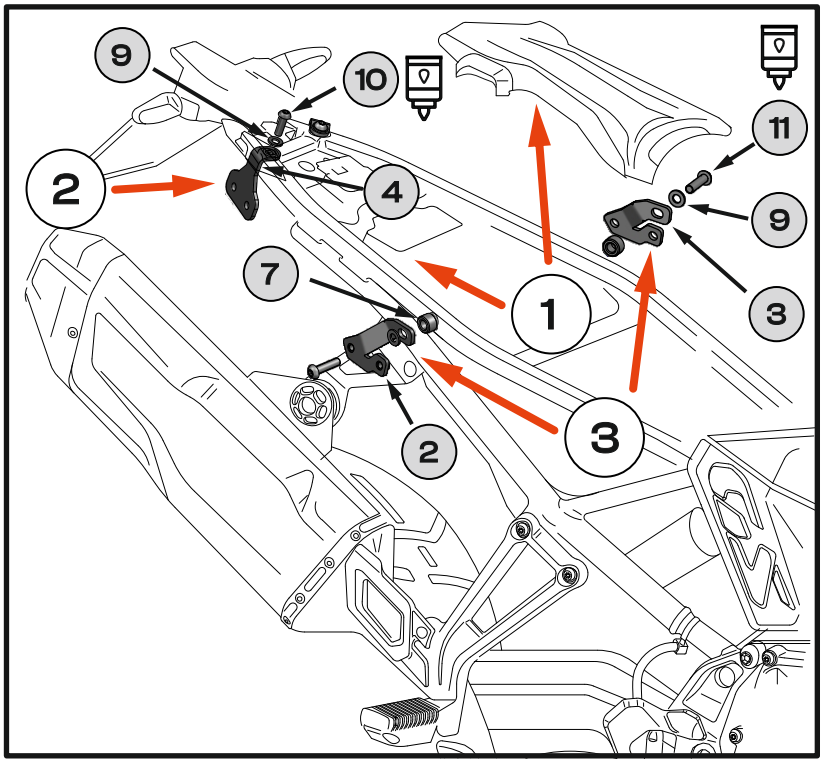
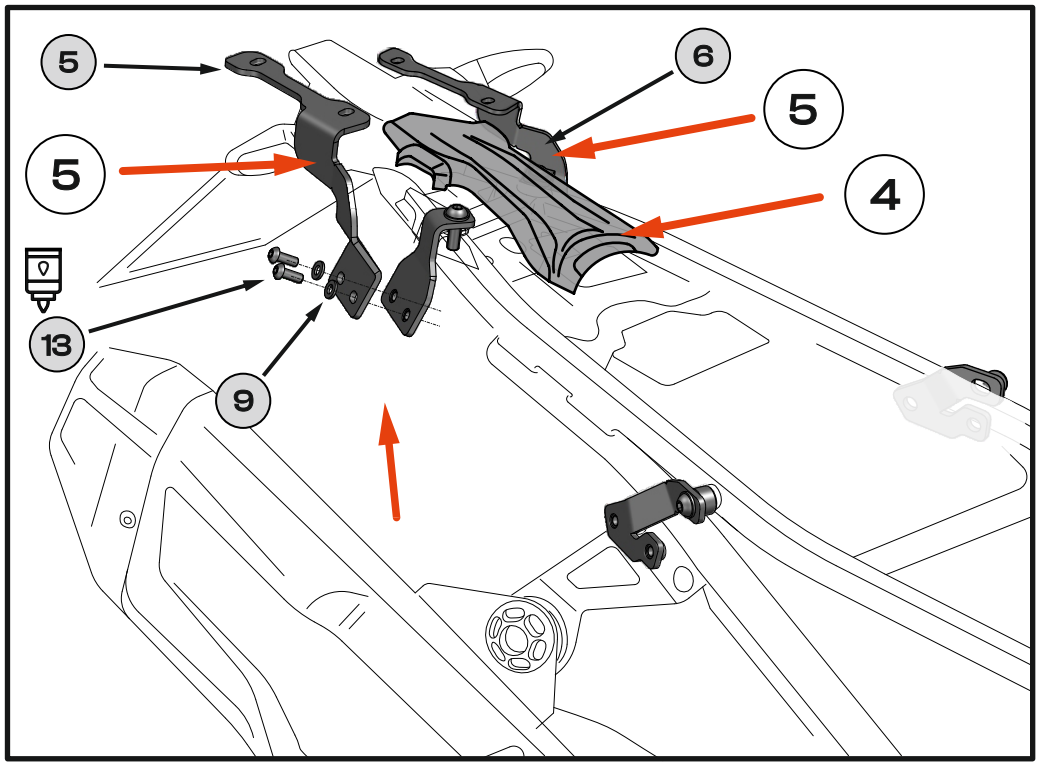

Fig. 2
Fig. 3
1. Remove the motorcycle seat , the rear plastic cover. **[Fig. 2]**
2. Fasten the rear bracket **[4]** using bolt **[10]** with washer **[9].** Use a medium threadloccker . Repeat this procedure on the opposite side.**[Fig. 2], [Fig. 3].**
Repeat this procedure on the opposite side. **[Fig. 2], [Fig. 3].** **4.** Reinstal and srew the rear plastic cover. **[Fig. 3].**
Repeat this procedure on the opposite side. **[Fig. 3].**